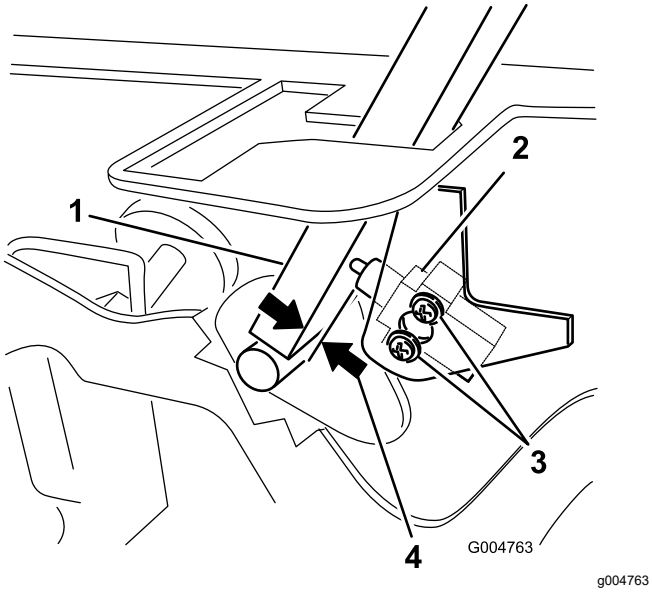

Figur 48
3. Løsne de to skruene som fester sperrebryteren (Figur 48).
4. Mens du holder kontrollspaken mot rammen, flytt bryteren mot spaken til avstanden mellom spaken og bryterhuset er 0,4 til 1 mm, som vist i Figur 48.